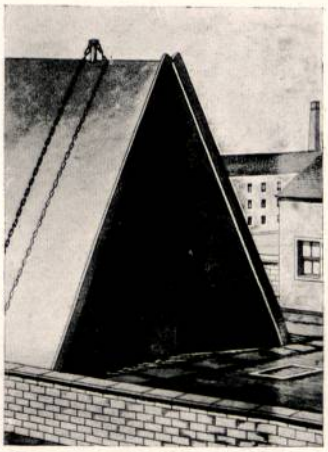

Abb. 236. Gasbehälter, nach F. Accum, Coal Gas, London 1819.
S. 125). — 1812 verwendete William Murdock zur Gaserzeugung stehende Tiegel, die als Vorläufer der senkrechten Retorten anzusehen sind. Die durch Samuel Clegg, Ingenieur der „Chartered Co.", eingerichtete Straßenbeleuchtung mittels Gas für London wurde am 31. Dezember 1813 mit der Beleuchtung der Westminsterbrücke in Betrieb genommen. Am 1. April 1814 wurde das Stadtviertel St. Margareth beleuchtet. Samuel Clegg erfand 1813 den nassen Gasmesser mit rotierender Trommel, nachdem er bereits 1810 einen unvollkommeneren mit abwechselnd vertikal auf- und absteigenden Glocken erfunden hatte (Engl. Patent vom 9. Dezember 1815, Nr. 3968. Abridgments . . . of gas, London 1860, S. 17; Repertory of arts, Ser. II, Bd. 30, S. 1, 65 u. 129; Mechanic's Magazine, Bd. 15, S. 352). John Taylor zu Stratford stellte 1815 aus Öl und wohlfeilen Fetten Ölgas und Fettgas her (Engl. Patent Nr. 3929 v. 14. 6. 1815; Repert. of arts, Bd. 28, S. 1). Paris erhielt 1815 durch Winsor seine erste Gasstraßenbeleuchtung für die Passage des Panoramas. Samuel Clegg erfand 1815 einen Gasdruckregulator (Stadtdruckregler), durch den der Abgabedruck, d. h. die Menge des abgegebenen Gases dem Verbrauch gemäß reguliert wird. Lampadius baute 1816 die erste deutsche Gasanstalt auf dem Kgl. Amalgamierwerk bei Freiberg i. S. (Nationalzeitung der Deutschen, 1817, Nr. 9, S. 78). Im gleichen Jahr kam die erste Gasbeleuchtungsanlage nach Berlin zu der noch bestehenden Firma Hensel & Schumann, Niederwallstraße. Das Aufsehen war so groß, daß eines Tages König Friedrich Wilhelm III. mit den Prinzen zur Besichtigung der neuen Beleuchtung eintraf. Seine Aufforderung, die Gasbeleuchtung in ganz Berlin einzuführen, lehnte die Firma jedoch ab (Feldhaus, in: Zeitschr. f. Beleuchtungswesen, Berlin, 1912, S. 335). Kaufmann Heise in Hamburg beleuchtete 1817 einen Teil seines Hauses mit Gas (Nationalzeitung der Deutschen, 1817, Nr. 15, S. 289). Humphry Davy fand im gleichen Jahr, daß erhitzter Platindraht in nichtleuchtenden Gemengen von Sauerstoff oder Luft mit Wasserstoff, Kohlenoxyd, Weingeist usw. leuchtend erglüht, und daß dabei das Gasgemisch verbrennt (Gilbert, Annalen, Bd. 56, 1817, S. 242; Bd. 59, S. 222; Bd. 61, S. 237—362). Man nennt diese Lampe „Davysche Glühlampe" oder „Lampe ohne Flamme" und verwendete sie zu Sicherheitslampen und Nachtlichten. Johann Joseph Prechtl führte 1817 die Gasbeleuchtung im Polytechnischen Institut zu Wien ein (Prechtl, Anleitung . . . zur Beleuchtung mit Steinkohlengas, Wien, 1817, S. III, 58—106). Samuel Clegg nahm am 24. Juli 1818 das engl. Patent Nr. 4283 auf einen Gasbehälter von Dachform (Abb. 236), der sich zusammenfaltet (Repertory of arts, 1820, S. 193; Dingler, Polyt. Journal, Bd. 3, S. 178). Franz Dinnendahl in Essen setzte am 10. April 1818 eine von dem Hofapotheker Flashof angegebene Gasbeleuchtung für Knochengas in Betrieb (Nationalzeitung d. Deutschen, 1818, Nr. 19, S. 364). Ein satyrischer Artikel auf die Gasbeleuchtung erschien in der Kölnischen Zeitung vom 28. März 1819. David Gordon und Edward Heard zu Edinburgh nahmen am 19. Juni 1819 das engl. Patent Nr. 4381 auf die Erzeugung von komprimiertem Gas „Tragbares Gas" (vgl. Abb. 238), das sie in die Wohnungen der Konsumenten